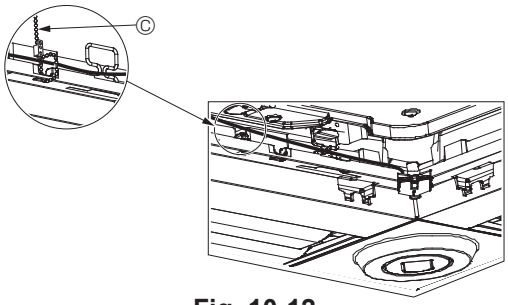

Fig. 10-12
- Fixez les fils du capteur i-See et du récepteur de signal au panneau à l'aide des fixations, comme indiqué sur le schéma, de sorte qu'il n'y ait pas de mou au niveau des fils, puis coupez le fil qui dépasse aux extrémités de la fixation. (Fig. 10-12)
- Si la position du capteur i-See a été permutée de la position “○” (E) à la position “□” (F), changez le réglage des fonctions. (Voir page 30.)